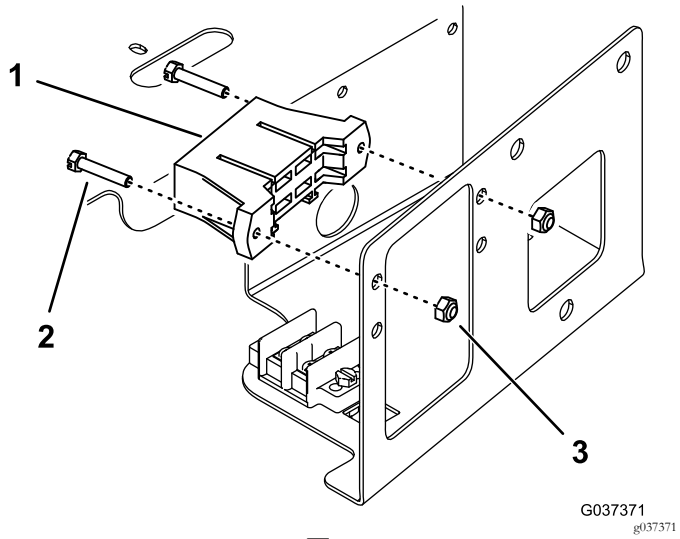

図 4
4. コンパートメントの側部既存のヒューズブロックの上方にヒューズブロックを取り付けるねじ2本とロックナット2個を使用する図 4。